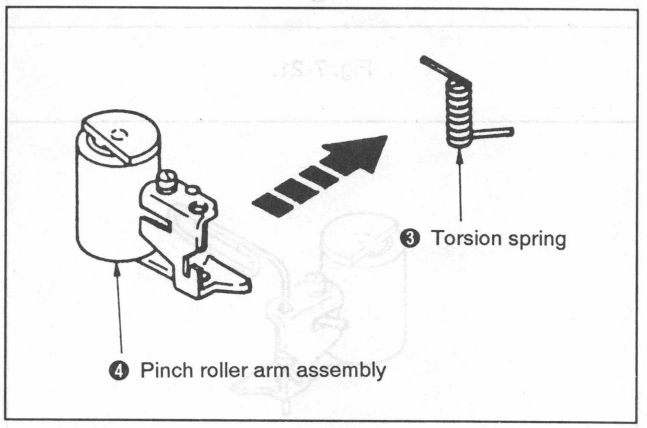

Fig. 7-19.
6) Remove the torsion spring ❸. (See Fig. 7-19.)